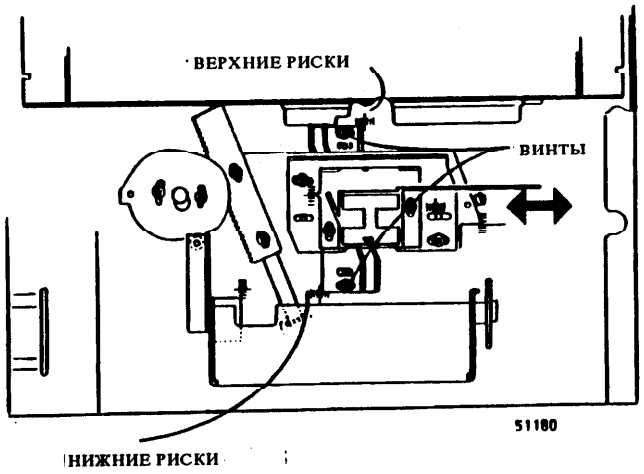

Рис. 1 Регулирование регистрации передней кромки
4. (Рис. 1): отсоединить шторку объектива от стороны зеркала № 2/3; ослабить два винта на объективе.